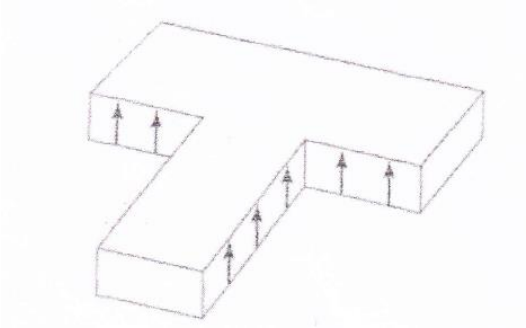

Figure 2. Distribution of the E-field
1. If a wave is fed into Port 3 it will produce an output of equal magnitude and opposite phase at Port 1 and port 2 of the collinear arms and will not appear at Port 4. I.e. S43=0 (figure 2)